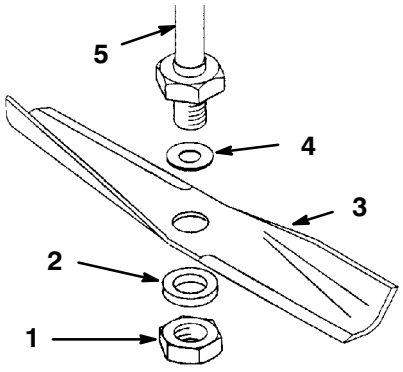

Figure 18
3. Enlever l'écrou, la rondelle plane, la lame et la rondelle (Fig. 18). Pour enlever le boulon, caler éventuellement la lame en introduisant une cale en bois entre la lame et le carter de tondeuse.